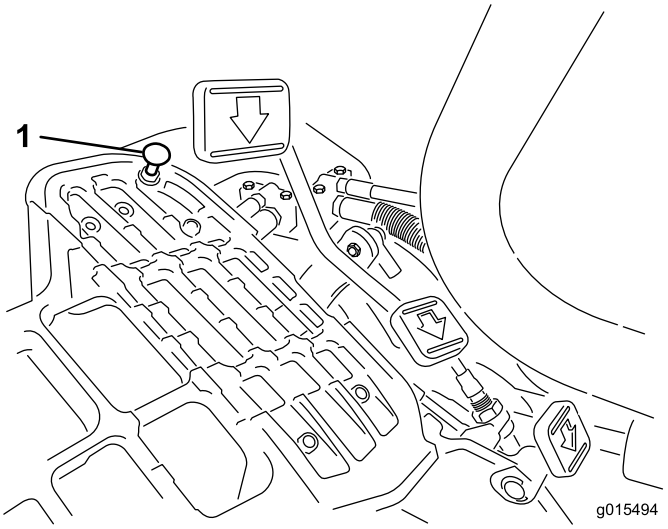

Figur 48
Tryck ner bromspedalen. Det behövs en justering om pedalen vidrör stoppet (Figur 48) innan anspänningen känns i kabeln:
1. Lossa låsmuttrarna till huvudskruvarna med fläns som fäster pedalstoppet vid golvplattan (Figur 48).